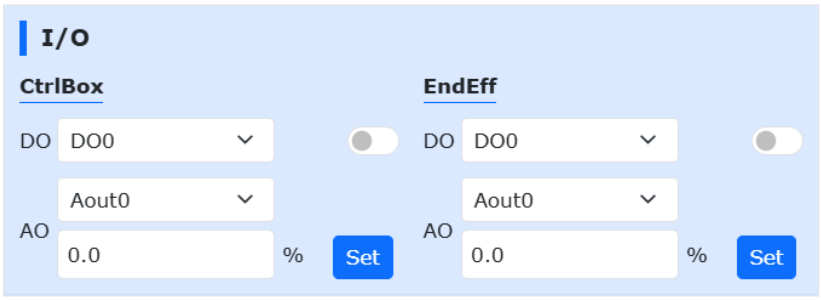

Rys. 18. Ręczne ustawianie wyjść w dolnym pasku: DO i AO kontrolera (CtrlBox) i narzędzia (EndEff) (dokumentacja FAIRINO).
- **Ręczne ustawienie wyjścia:** dolny pasek okna 3D → **I/O** (rys. 18). Wybierz wyjście i włącz je albo wyłącz przełącznikiem (analogowe: wpisz wartość w % i kliknij **Ustaw**, Set). Przydaje się do sprawdzenia okablowania.